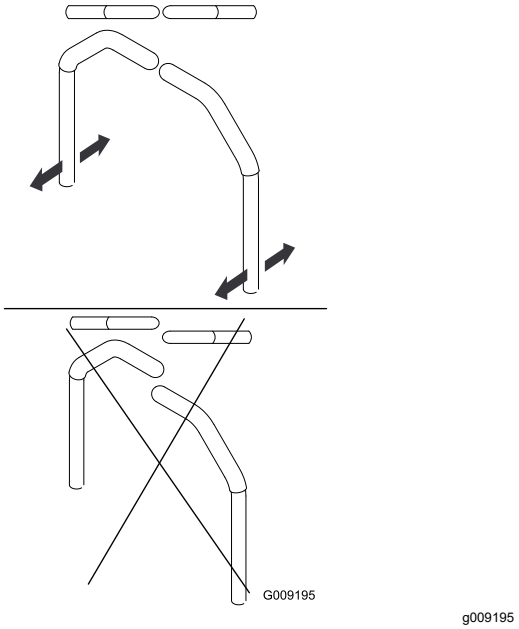

Figur 95
4. Innrett foran-til-bak-stilling for spakene ved å bringe dem sammen til NØYTRAL stilling og føre dem til de er innrettet. Stram deretter boltene (Figur 95).